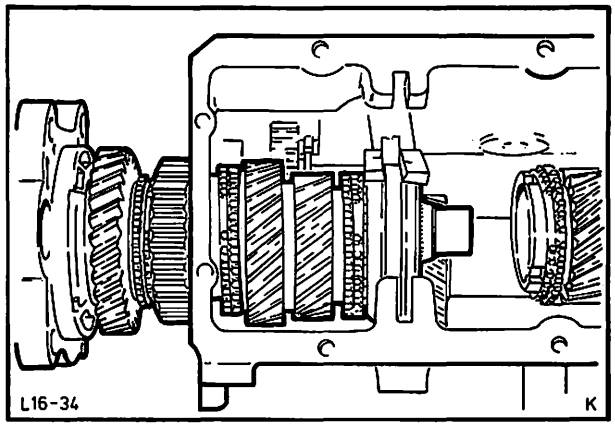

Abb. 47 Komplette Getriebeverlängerung herausziehen
13. Getriebeverlängerung mit Hauptwelle komplett aus dem Getriebegehäuse ziehen, Abb. 47.